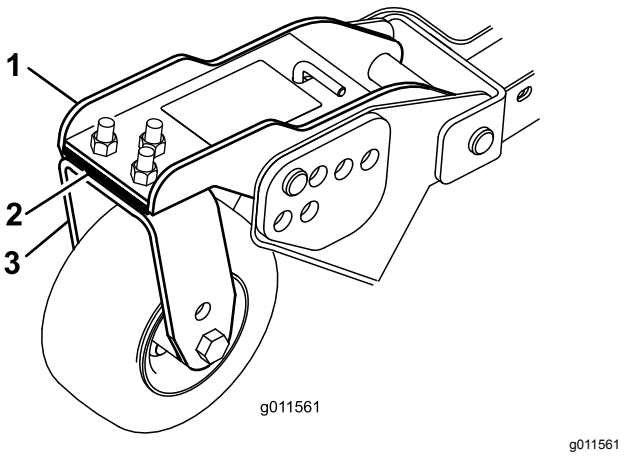

Figuur 29
3. Stel de opvulstukken (3 mm) op de voorste zwenkwielarm(en) in naargelang de maaihoogtesticker (Figuur 29).